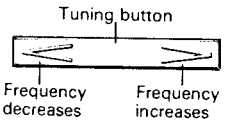

Fig. 10
Press Manual/Seek Select Button ⓬ to select Manual Tuning. (Digital Display ❺ indicates nothing during Manual Tuning but SEEK illuminates during Seek Tuning.) Press the right or left side of Tuning Button ⓫ to set the desired station. (Fig. 10)